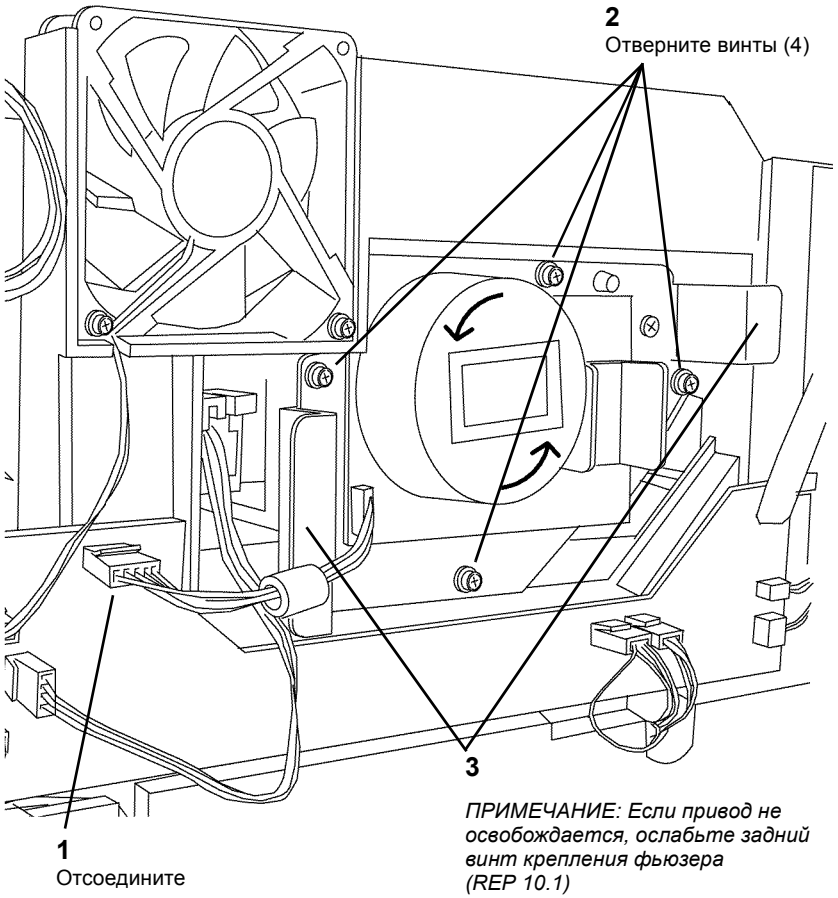

Рисунок 1 Снятие модуля привода
2. Снимите модуль главного привода (Рисунок 1).